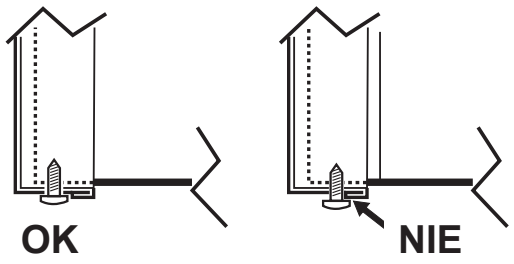

rys. 15 - montaż za pomocą śrub dolnych
3. W celu ponownego zamontowania panelu przedniego postępować w odwrotnej kolejności. Upewnić się, że jest on prawidłowo zamocowany do górnego panelu i w pełni podparty na panelach bocznych. Po dokręceniu, łeb śruby „A" musi być ustawiony tak, jak pokazano na "rys. 15 - montaż za pomocą śrub dolnych").